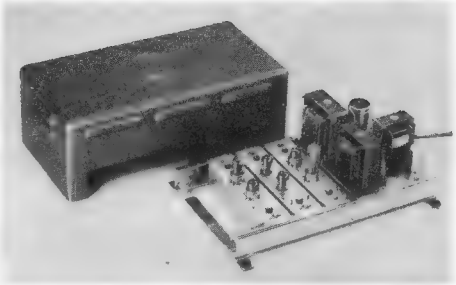

Bild 1. Antennenverstärker bestückt mit drei Streifen (UKW, Fernsehkanal 3 und 8) und gemeinsamen Netzteil von Wisi (Modell 188 VN)
A) Man baut Gehäuse mit Einheitsnetzteil und Raum für eine Anzahl Verstärkerstreifen, die je nach Auslegung der Antenne hinsichtlich Wellenbereiche und Teilnehmerzahl ausgewählt werden. *Wisi* entwickelte dafür drei Typen von Gehäusen (mit magnetischer Spannungskonstanthaltung des Netzteiles, mit Raum für vier Streifen *(Bild 1)* und mit Raum für nur einen Streifen); insgesamt werden 15 verschiedene Verstärkerstreifen gebaut, die sich nach Bandbreite, Bereich und Verstärkung und nach Röhrenbestückung unterscheiden (Langlebensdauerröhren oder normale Röhrentypen). Eine Erweiterung der Gemeinschaftsantenne, beispielsweise um einen Fernsehkanal, läßt sich dann verstärkermäßig einfach durch Hinzufügen eines Streifens erreichen.